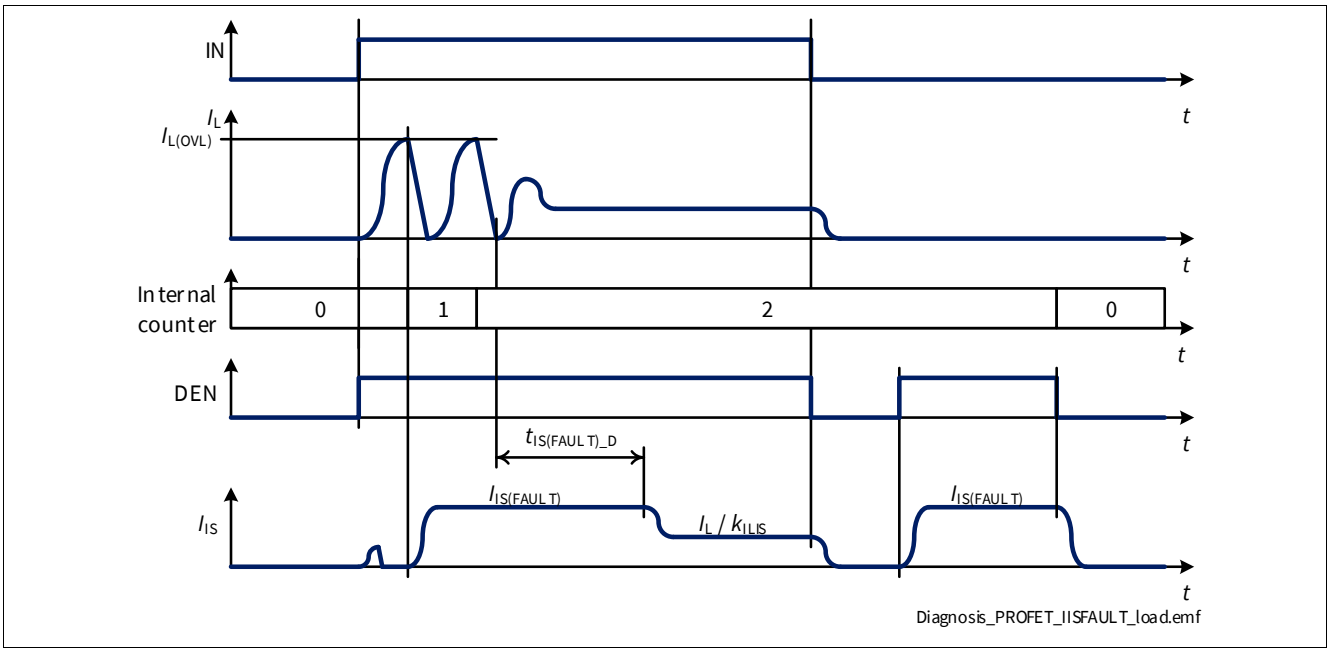

Figure 34 $I_{IS(FAULT)}$ at Load Switching
- If the channel is ON and the number of retries is lower than "$n_{RETRY(CR)} + n_{RETRY(CYC)} * n_{RETRY(NT)}$", the current $I_{IS(FAULT)}$ is provided for a time $t_{IS(FAULT)_D}$ after the channel is allowed to restart, after which $I_{IS} = I_L / k_{ILIS}$ (as shown in **Figure 34**). During a retry cycle (while timer t_{RETRY} is running) the current $I_{IS(FAULT)}$ is provided each time the channel diagnosis is checked